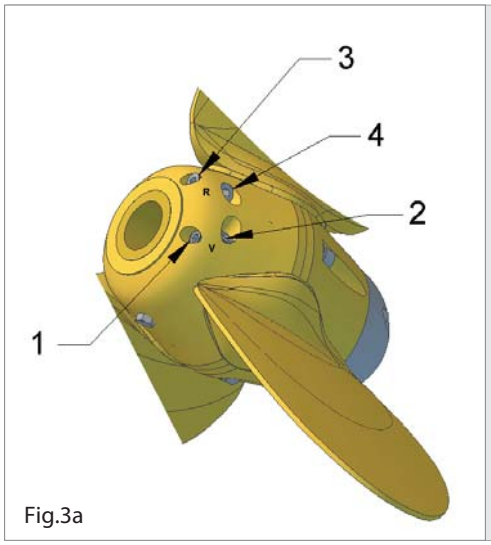

Fig.3a
GENERAL: The pitch adjustment is very simple on the VARIPROP, and can be done in or out of the water in a matter of few minutes, if there is enough space between propeller hub and strut to fit an Allen key into the set screws (1) & (3) at Fig 3a. If not, the propeller must first be pulled. (see removing from the shaft page 9 and 10)
Propeller in the drawing below (Fig.3a) is for a right hand rotation VARIPROP „RH“.